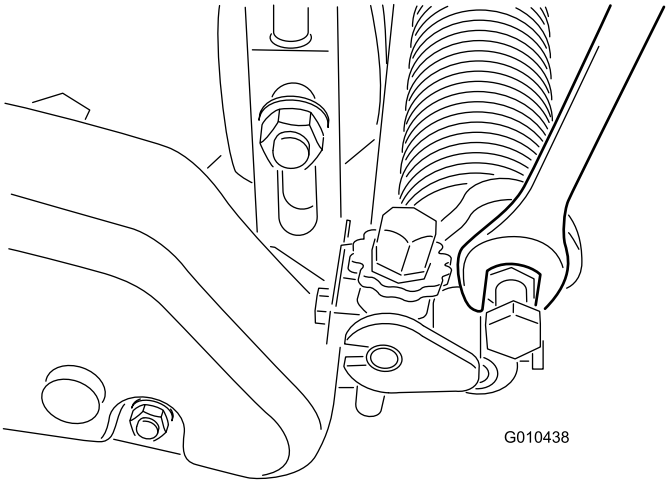

Figura 24
B. Ruotate i bracci in alto o in basso nella posizione A o B Figura 24).